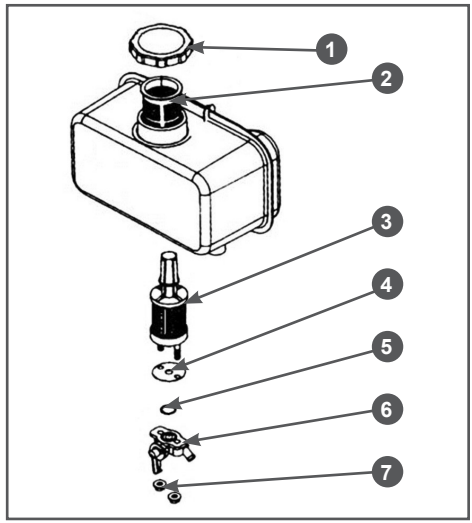

Рис. 24 Обслуживание топливного бака
8. Открутите гайки 7 крепления топливного крана и снимите топливный кран 6 (Рис. 24).